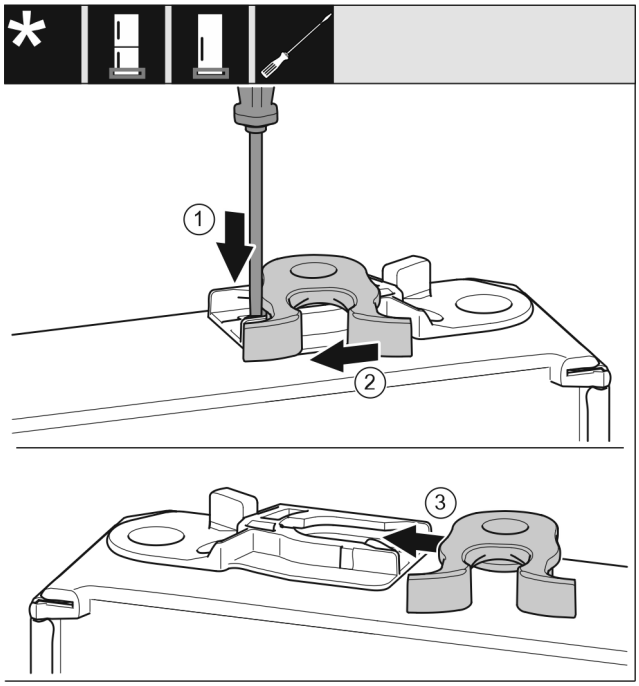

*Fig. 51 **
- ▶ Spiediet ar plakano skrūvgriezi mēlīti *Fig. 51 (1)* uz leju.*
- ▶ Izvelciet aizvēršanas āķi *Fig. 51 (2)* no vadotnes.*
- ▶ Iebīdiet aizvēršanas āķi *Fig. 51 (3)* vadotnē otrajā pusē.*